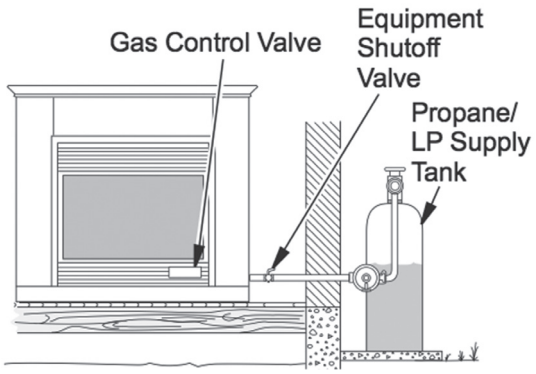

Fig. 13 - Checking Gas Joints (Propane/LP Only)
3. Check all joints from gas meter to equipment shutoff valve (See Fig.13). Apply mixture of liquid soap and water to gas joints. If bubbles form, there may be a leak.
4. Check all joints from equipment shutoff valve to control valve (See Fig. 13). Apply mixture of liquid soap and water to gas joints. If bubbles form, there may be a leak.